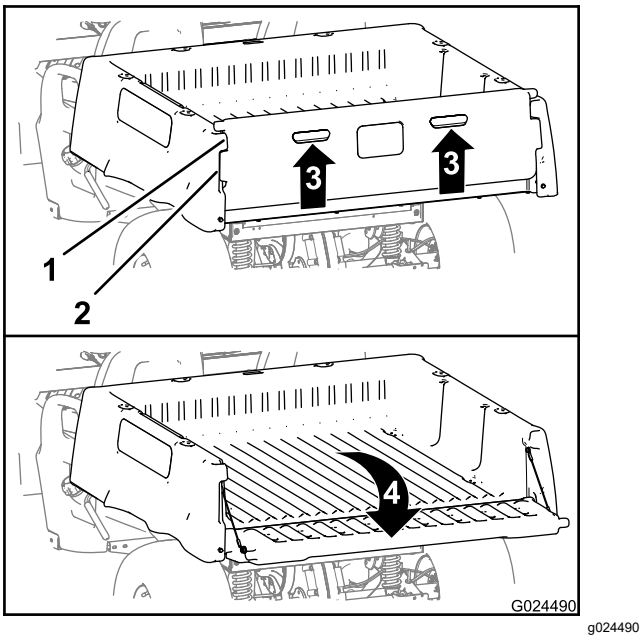

Figur 14
2. Løft op i fingertrækket på bagklappens bagpanel (Figur 14).
3. Ret låseflangerne på bagklappen ind efter åbningerne mellem bagklappens flanger på ladet (Figur 14).
4. Drej bagklappen bagud og ned (Figur 14).
6. Drej bagklappen opad og fremad, indtil låseflangerne på bagklappen er i niveau med bagklappens fordybning i ladet (Figur 14).
7. Sænk bagklappen, indtil den befinder sig bagest på ladet (Figur 14).